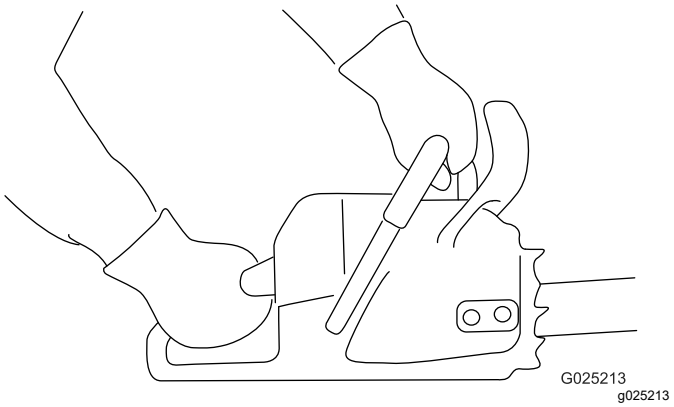

Figure 12
1. Tenez fermement la tronçonneuse à deux mains, la main gauche sur la poignée avant et la main droite sur la poignée arrière, comme montré à la Figure 12.
1. Tenez fermement la tronçonneuse comme montré à la Figure 12.
3. Tenez fermement la tronçonneuse comme montré (Figure 12).